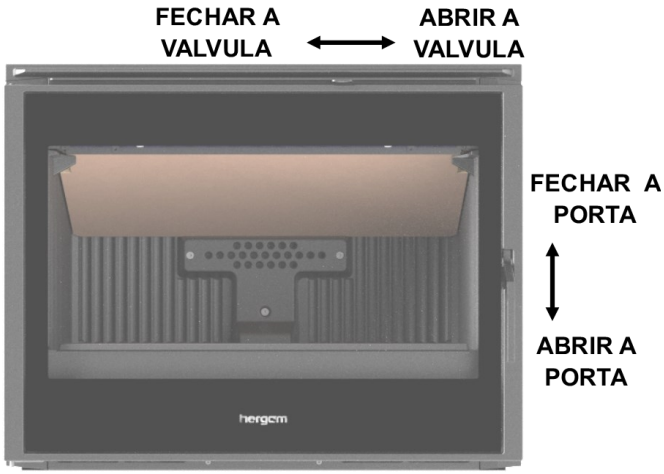

FIG. 2
Para fechar, segure o comando e empurre suavemente a porta na direção do aparelho. Sempre use uma luva ignífuga. (Fig. 2).
Em geral, a posição intermédia é ótima, embora dependa da qualidade e da tiragem da chaminé instalada e do tipo de combustível utilizado (madeiras duras ou macias) (Fig. 2).
1. **Abra completamente a válvula de regulação de ar do aparelho (Fig. 2).**